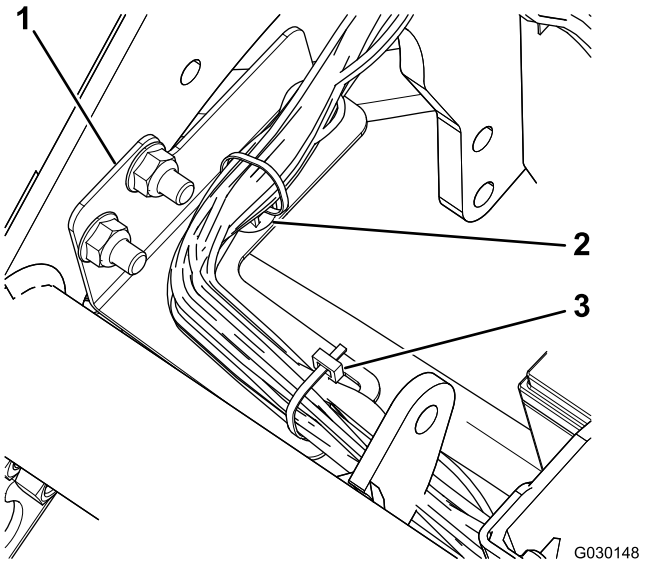

Figura 5
7. Sujete el arnés de cables al soporte del arnés usando un clip a presión y una brida (Figura 5).